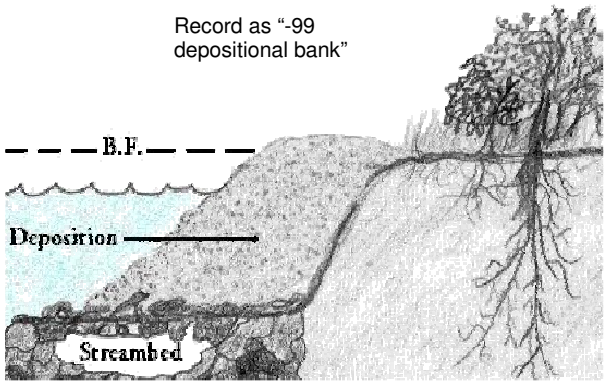

Figure 19. Do not measure an angle when the deposit covers the first flat, floodplain like feature. Record -99 for bank angle.
- Do not measure if the deposition ends at or above the first flat, floodplain-like feature (Figure 19). Record '-99 deposition bank'.